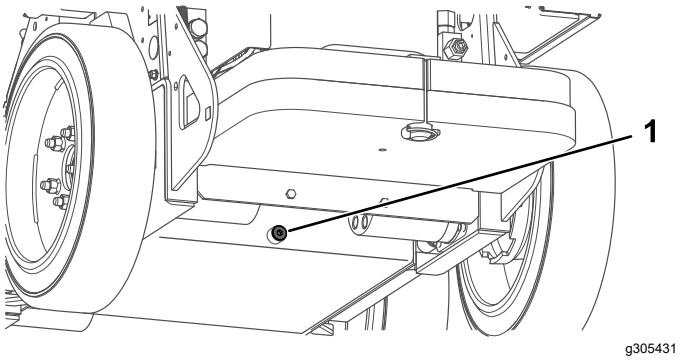

Figuur 37
5. Verwijder de aftapplug uit de onderkant van de hydraulische tank en laat alle vloeistof weglekken (Figuur 37).